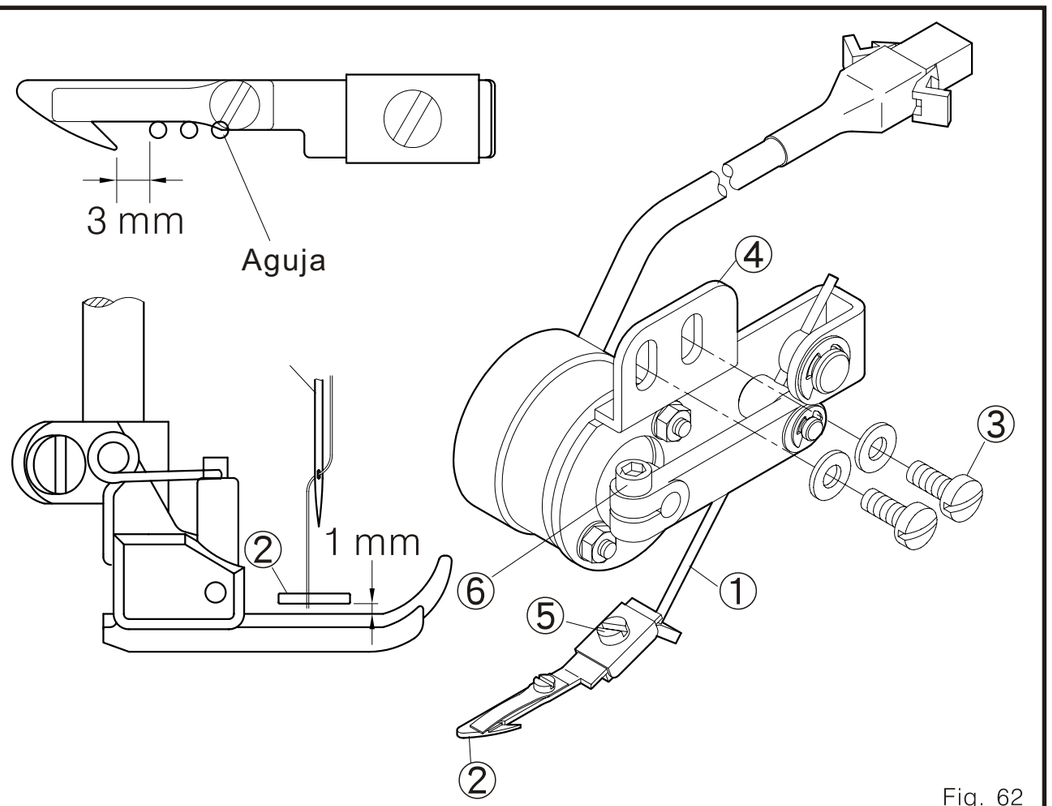

Fig. 62
1. Lugar correcto de la barra jaladora de hilo: Cuando la barra de hilo esta en el punto muerto superior, y la barra jaladora de hilo 1 esta en el punto muerto derecho, el fondo de gancho jalador de hilo 2 debe estar a 1mm de la parte de arriba del pie-prensatelas. (Fig. 62)